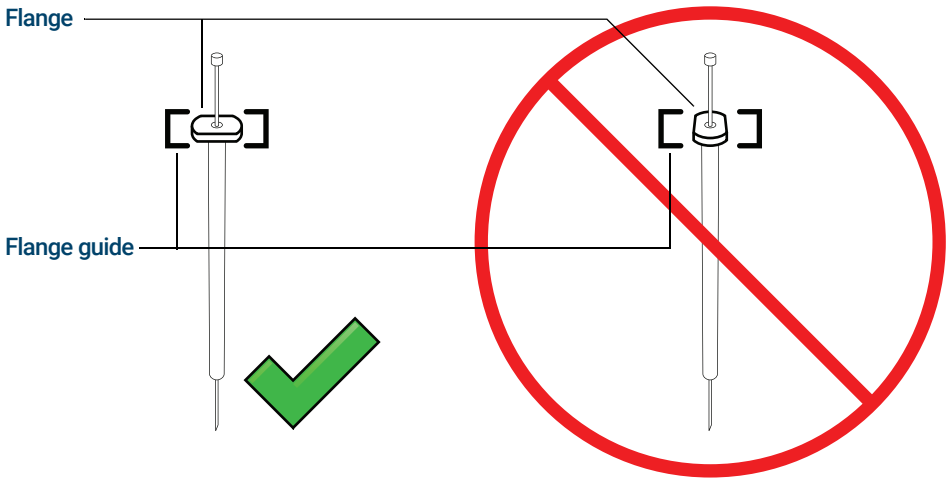

Figure 72. Syringe flange orientation
7. Align the syringe flange with the flange guide and press the syringe into place, keeping the needle end in the guide hole of the needle support foot. Make sure that the flat edge of the syringe flange faces out (**Figure 72**).